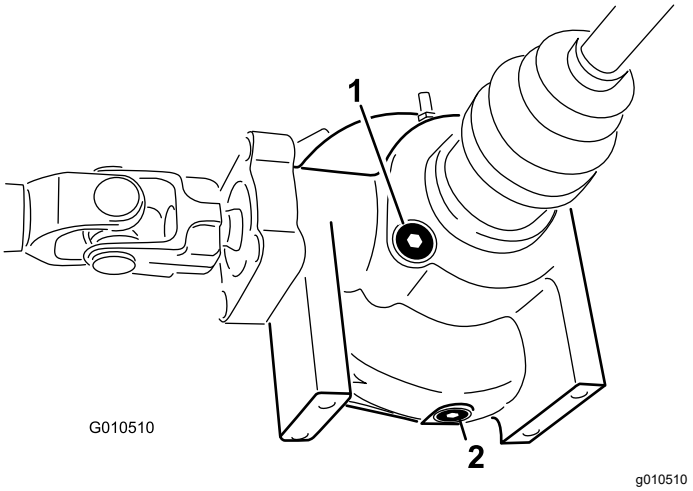

**Figura 43**
4. Limpie la zona alrededor del tapón de llenado/verificación en el lado del diferencial (Figura 43).
4. Limpie la zona alrededor del tapón de vaciado en el lateral del diferencial (Figura 43).